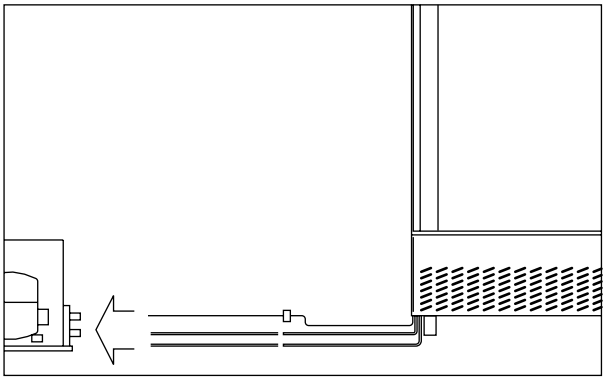

Fig.7
14.2 Abbattitori di temperatura REM (Fig. 7)